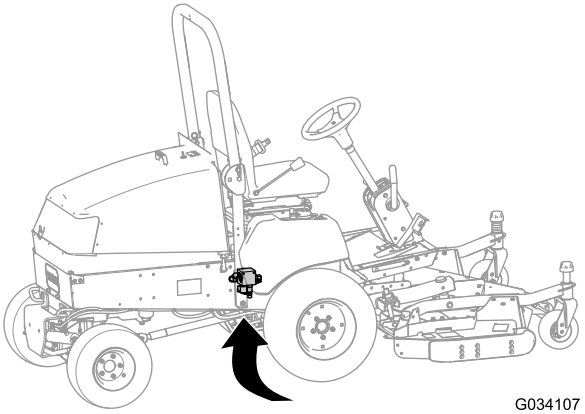

Figur 15
2. Lokalisera lyftgrenröret från maskinens undersida (i den högra ramkanalen bakom framaxeln) (Figur 15).